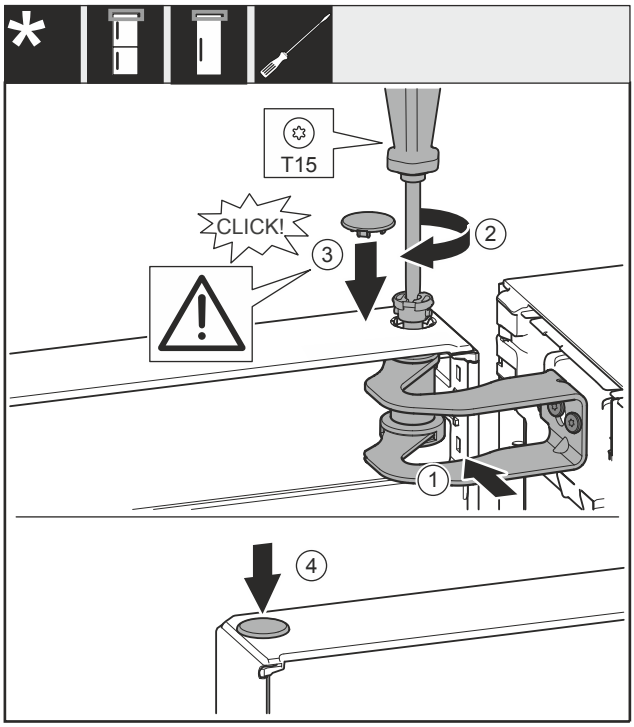

*Fig. 36*
▶ Deur met de opening in het lagerbok *Fig. 36 (1)* uitlijnen.
▶ Bouten *Fig. 36 (2)* insteken en met een schroevendraaier vastschroeven.
▶ Afdekking *Fig. 36 (3)* plaatsen.
▶ Controleer of de afdekking *Fig. 36 (3)* tegen de deur ligt.
▶ Afdekking *Fig. 36 (4)* plaatsen.